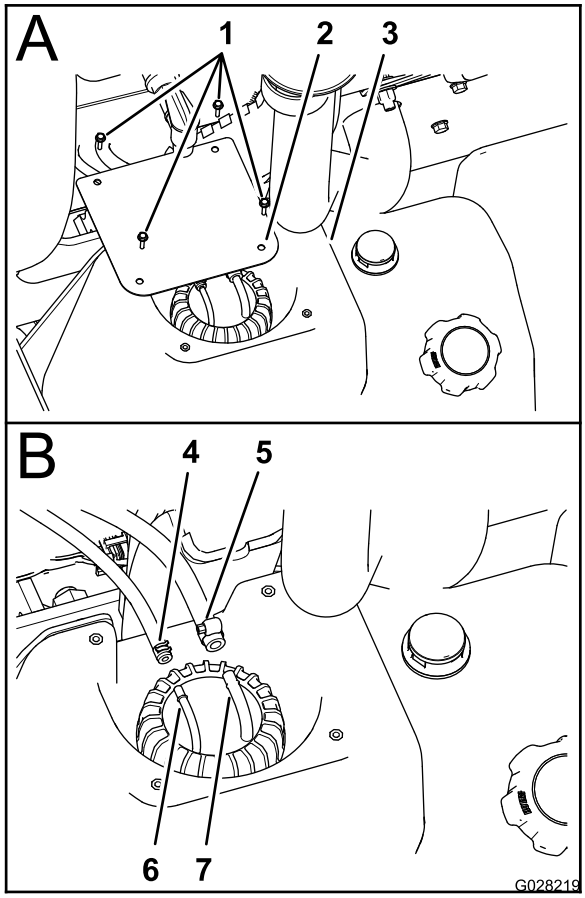

Figur 76
2. Fjern de fire skruer (nr. 10 x ¾"), som fastgør dækslet til toppen af brændstoftanken, og fjern dækslet (Figur 76).
3. Løsn de klemmer, der fastgør de 2 brændstofslanger til de 2 slangefittinger øverst på standrørssamlingen (Figur 76).
4. Kobl de to slanger fra slangefittingsene, og lad eventuel brændstof i slangerne løbe ned i en godkendt brændstofbeholder (Figur 76).
4. Monter brændstofslangen på 6,4 mm på slangefittingen på 6,4 mm, og fastgør slangen på fittingen med slangeklemmen (Figur 76).
5. Monter brændstofslangen på 8 mm på slangefittingen på 8 mm, og fastgør slangen på fittingen med slangeklemmen (Figur 76).